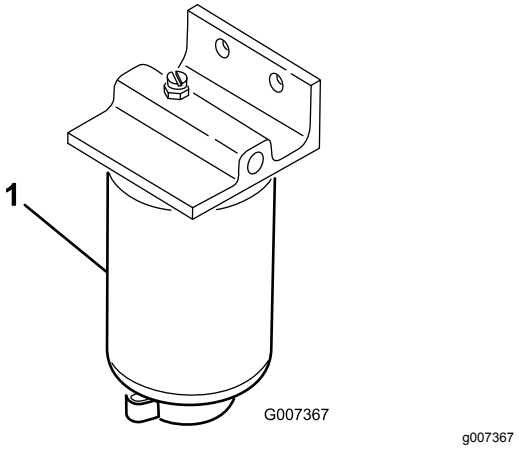

**Figur 58**
1. Anbring en ren beholder under brændstoffilteret (Figur 58).